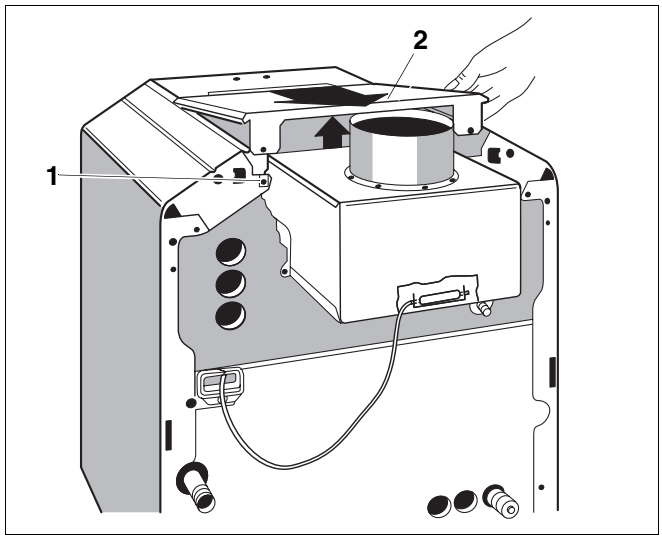

Rys. 9 Demontaż tylnej pokrywy kotła
- Wykręcić obie śruby mocujące (rys. 9, **poz. 1**) tylną pokrywę kotła (rys. 9, **poz. 2**). Unieść lekko tylną pokrywę kotła i zdjąć do tyłu.